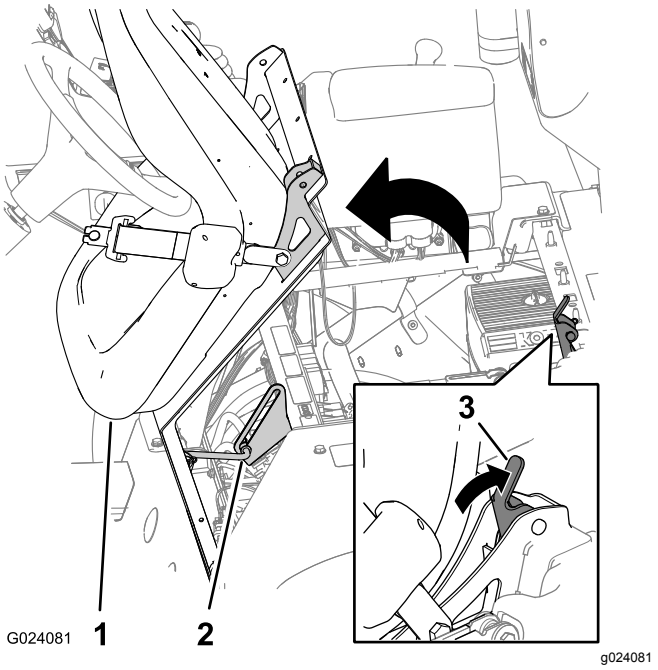

Rysunek 1
2. Odblokować fotel popychając rączkę blokady fotela do tyłu (Rysunek 1).
3. Obrócić fotel i płytę fotela w przód aż do chwili, gdy koniec drążka podpórki na jej wsporniku znajdzie się na dnie rowka wspornika (Rysunek 1).